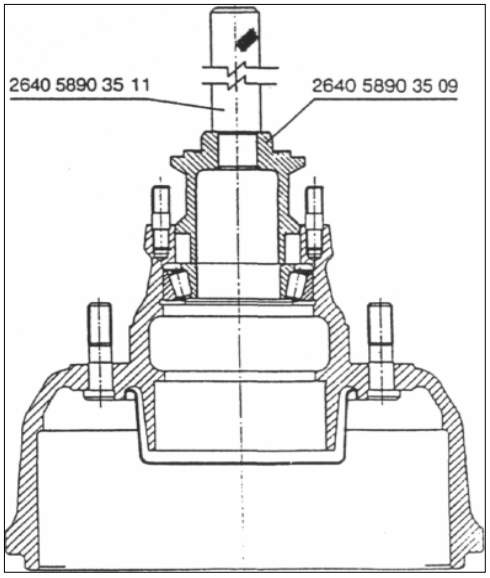

РИС. 364
3) Снимите внешний подшипник, используя оправку 2640 5890 3509 и рукоятку 2640 5890 3511 (см. рис.364).